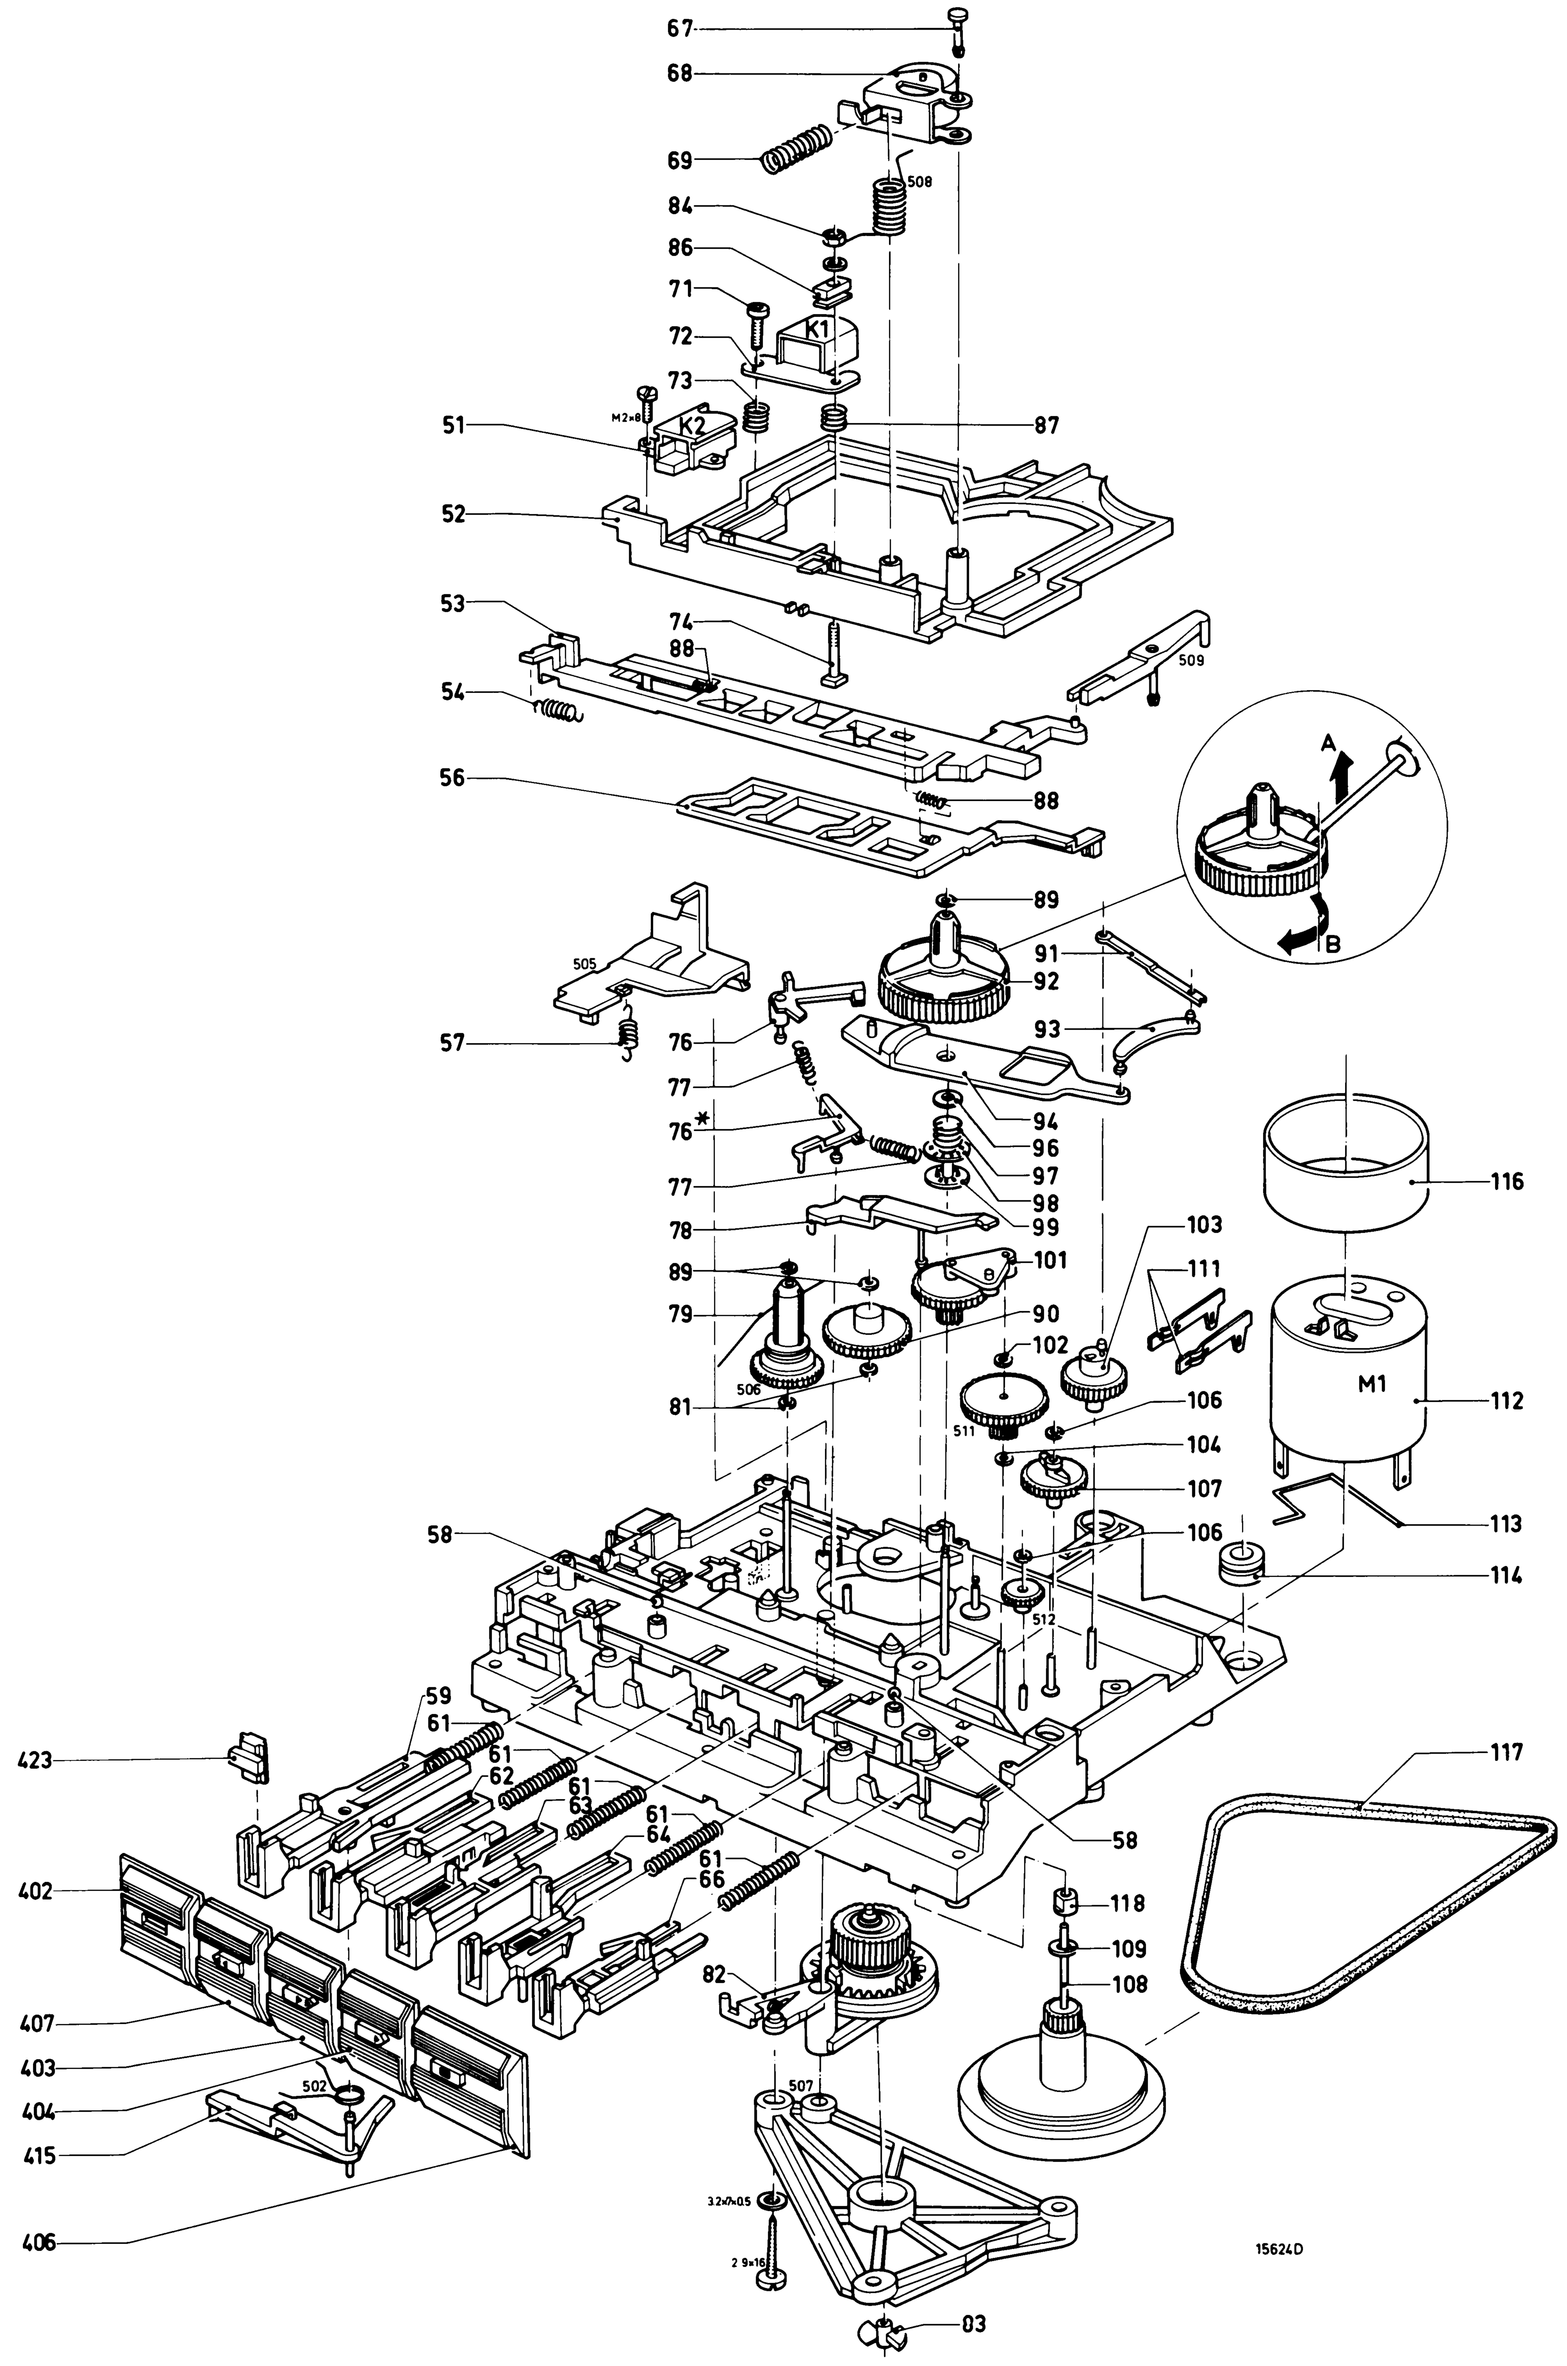

Fig. 2
Mécanique, Fig. 2
k. *Retrait des touches 62,63,64,66, Fig. 2*
Réglage de la hauteur de la tête enreg./repro., Fig. 2
Azimuth de la tête enreg./repro. K1, Fig. 2